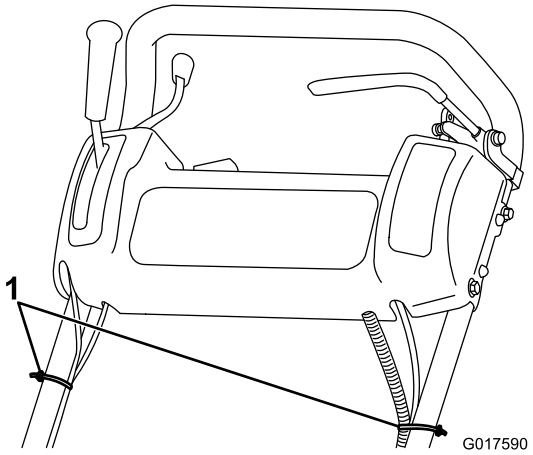

Figur 4
8. Fastgør kablerne og ledningsnettet til håndtaget med kabelbåndene (Figur 4).